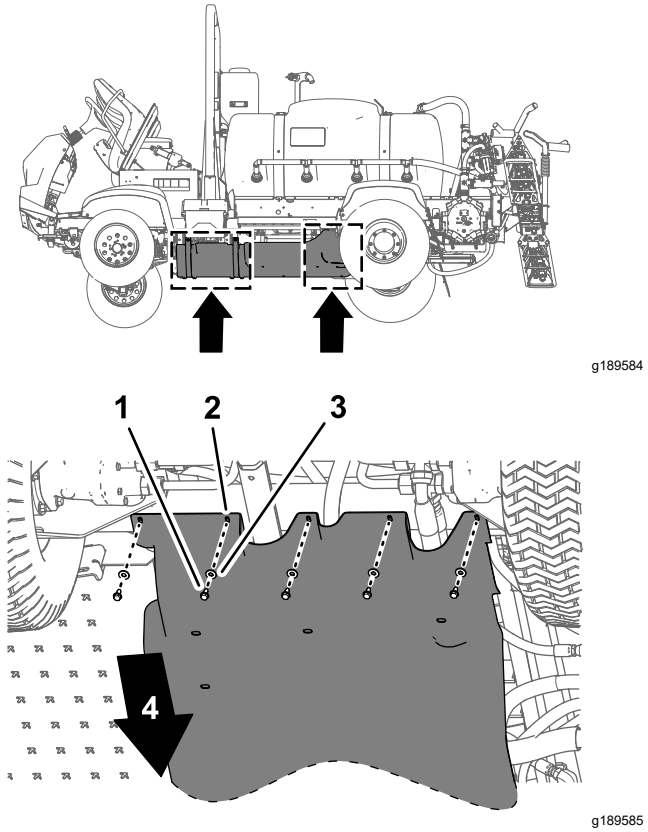
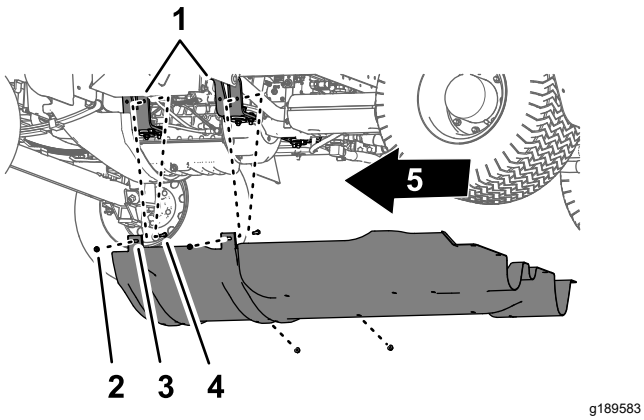

Bild 62
Bild 63
1. Entfernen Sie die fünf Bundkopfschrauben (5/16" x ⅞") und fünf Scheiben (5/16"), mit denen die Rückseite der Fahrwerkabdeckung am Chassis der Maschine befestigt ist (Bild 62).
2. Nehmen Sie die vier Sicherungsbundmutter (5/16") von den Schrauben und der Schlossschraube ab, mit denen die Befestigungsnasen der Fahrwerkabdeckung an den Befestigungshalterungen des Motors der Maschine befestigt sind (Bild 63).
4. Nehmen Sie die Fahrwerkabdeckung von der Maschine ab (Bild 62 und Bild 63).
1. Fluchten Sie die Fahrwerkabdeckung mit dem unteren Chassis der Maschine aus, siehe Bild 63 in Entfernen der Fahrwerkabdeckung (Seite 57).
2. Schieben Sie die Befestigungsnasen der Fahrwerkabdeckung über die Schrauben und die Schlossschraube an den Motorbefestigungshalterungen der Maschine, siehe Bild 63 in Entfernen der Fahrwerkabdeckung (Seite 57).
3. Befestigen Sie die Fahrwerkabdeckung mit den vier Sicherungsbundmutter (5/16"), die Sie in Schritt 2 von Entfernen der Fahrwerkabdeckung (Seite 57) entfernt haben, an den Befestigungshalterungen des Motors (Bild 63).
4. Fluchten Sie die Löcher im hinteren Teil der Fahrwerkabdeckung mit den Löchern im Chassis aus, siehe Bild 62 in Entfernen der Fahrwerkabdeckung (Seite 57).
5. Befestigen Sie den hinteren Teil der Fahrwerkabdeckung mit den fünf Bundkopfschrauben (5/16" x ⅞") und fünf Scheiben (5/16"), die Sie in Schritt 1 von Entfernen der Fahrwerkabdeckung (Seite 57) entfernt haben, am Chassis (Bild 62).